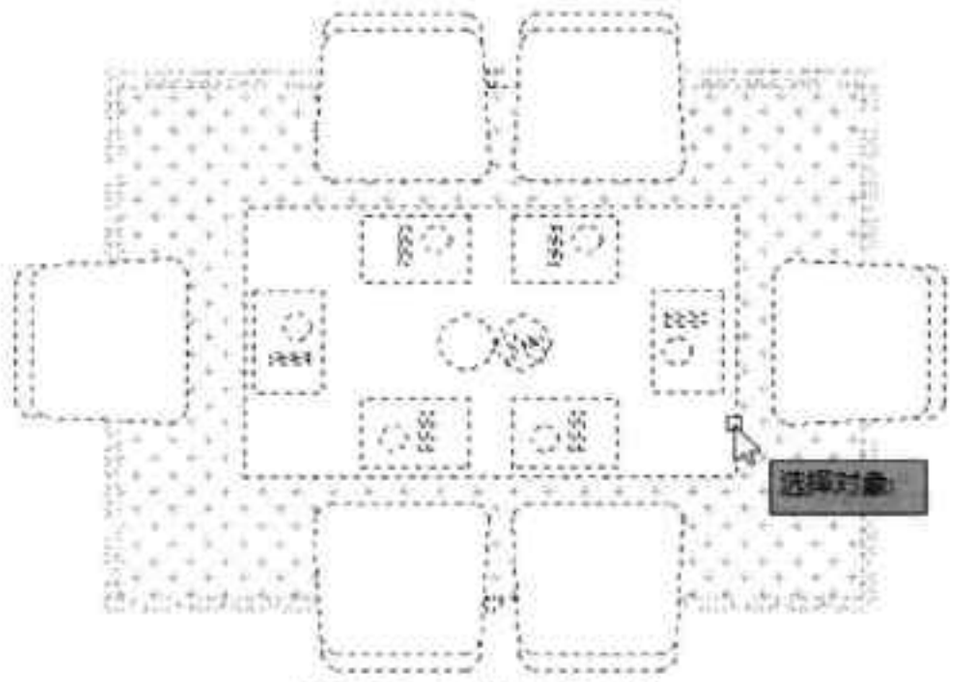

图7-7 选择餐桌文件
Step 03 返回对话框后，单击“对象”选项组中的“选择对象”按钮，在绘图区中框选餐桌图形，并按回车键，如图7-7所示。